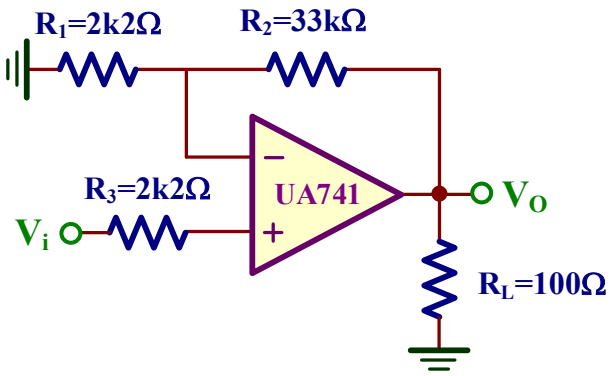

Figura IV.4. *Amplificador con una resistencia de carga R_L.*
G) **Medir la corriente máxima de salida definida como I_{OS} (*short-circuit current*) utilizando como carga una resistencia de bajo valor (R_L=100Ω) tal como se indica en la figura IV.4.**
Montar el circuito de la figura IV.4 y utilizar diferentes valores de R_L indicados en la tabla inferior. Aplicar a la entrada del amplificador una onda sinusoidal de 100Hz de frecuencia y 1.5 V de amplitud (3 V_{pp}), y medir a la salida V_O el valor de V_{OH} ($V_{máx}$) y V_{OL} ($V_{mín}$). En esta tabla se puede comparar el resultado obtenido con el proporcionado por el *data-sheet* del fabricante.